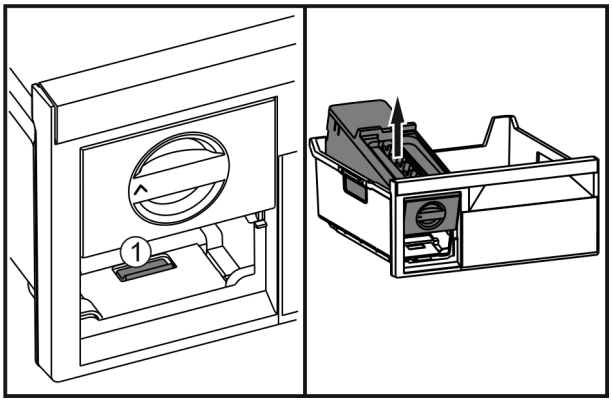

*Fig. 56*
▶ Press the lug *Fig. 56 (1)*, lift up the EasyTwist-Ice at the back and take it out of the freezer drawer.